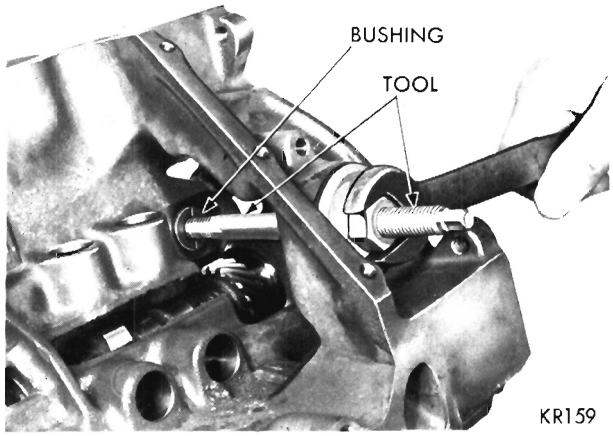

Fig. 27—Removing Distributor Drive Shaft Bushing
(1) Insert Tool C-3052 into the old bushing and thread down until tight fit is obtained (Fig. 27).
(2) Hold remover screw and tighten nut until bushing is removed.